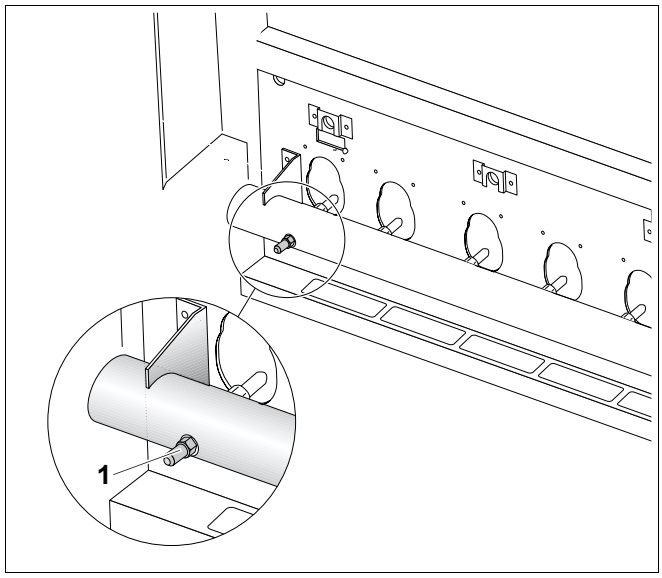

Рис. 24 Измерение давления на форсунках
- Открутить на два оборота измерительный ниппель на газораспределительной гребенке (рис. 24, **поз. 1**).
- Надеть шланг U-образного манометра на измерительный ниппель (рис. 24, **поз. 1**).